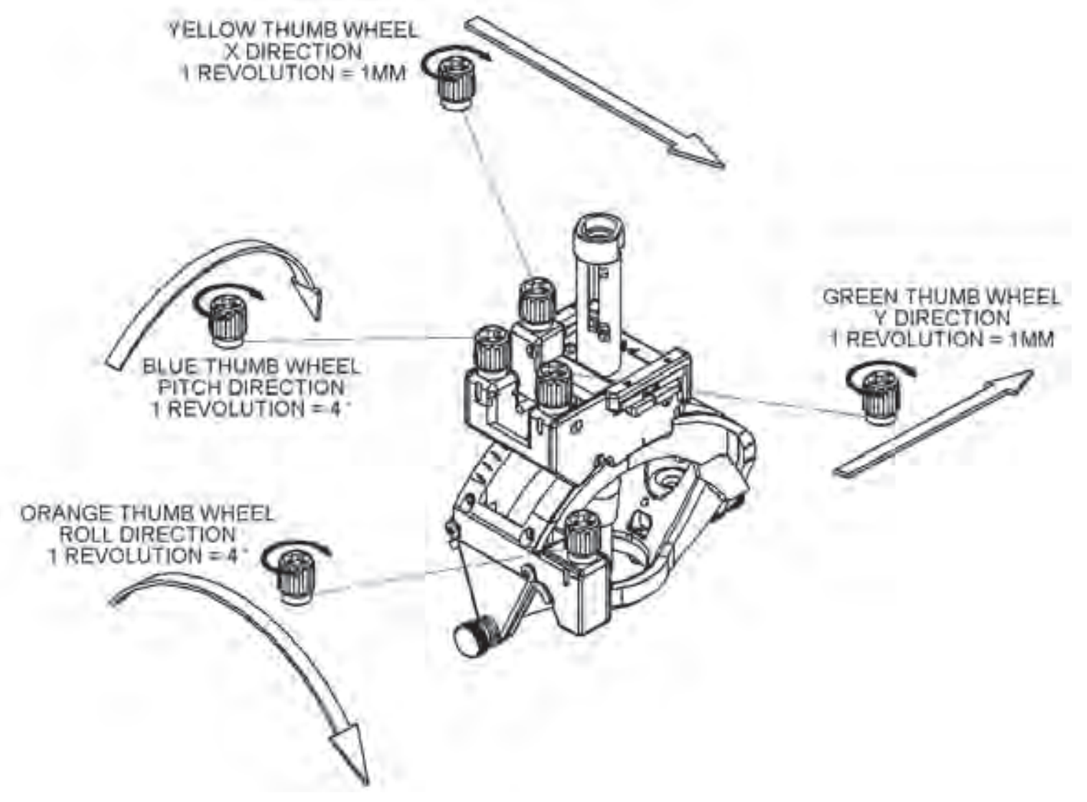

Figure 12: Tower Movements
2. The thumb wheels are color coded: Pitch is Blue, Roll is Orange, X is Yellow, and Y is Green. **See Figure 12**.